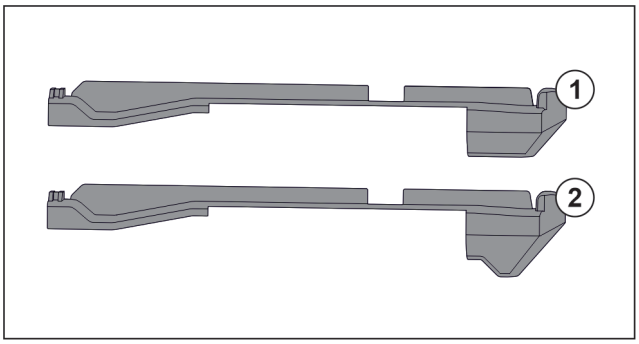

Fig. 123 Vergleich der Aufsteckteile
Im Gerät befinden sich zwei unterschiedliche Aufsteckteile. Das Aufsteckteil über dem untersten Schubfach *Fig. 123 (2)* hat eine dreieckige Kante. Alle anderen Aufsteckteile *Fig. 123 (1)* haben eine gerade Kante.
▶ Aufsteckteil *Fig. 123 (2)* mit der dreieckigen Kante über dem untersten Schubfach anbringen.
▶ Aufsteckteil *Fig. 123 (1)* mit der geraden Kante an allen anderen Stellen anbringen.